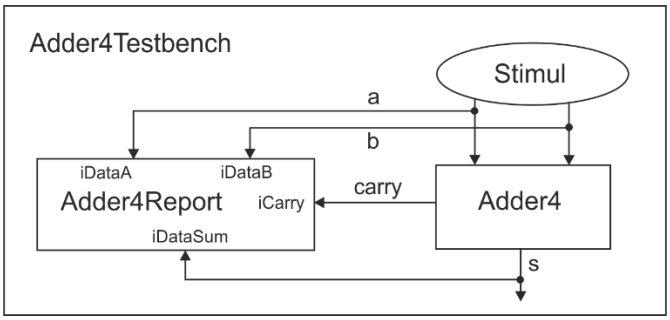

Abbildung 1: Struktur der Testbench für `Adder4`.
2. Teste `Adder4` in einer Testbench, die in der Datei `Adder4-tb.vhd` teilweise vorgefertigt ist. Verbinde dazu die Instanziierung des `Adder4` mit der Instanziierung der vorgegebenen Unit `Adder4Report` (Datei `Adder4Report-ea.vhd`) und einem Stimuli-Prozess `Stimul` wie in der Abbildung 1 dargestellt.